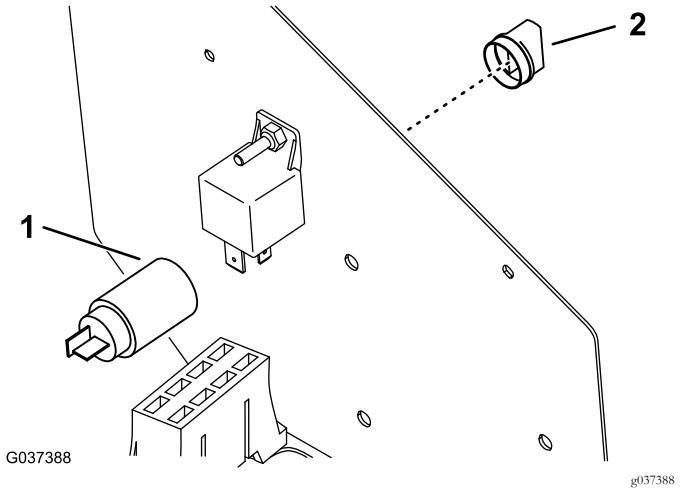

Figura 11
7. Retire o tampão amovível do lado do painel de controlo (Figura 11).